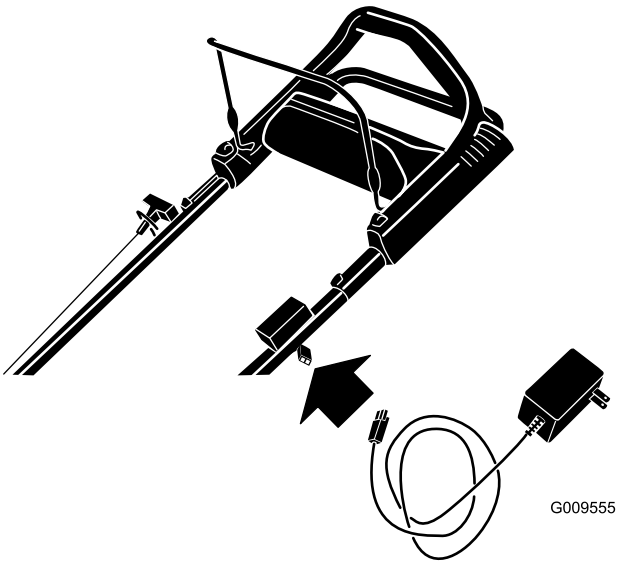

**Figur 37**
1. Anslut laddaren till maskinens ledningsnät nedanför tändningsnyckeln (Figur 37).